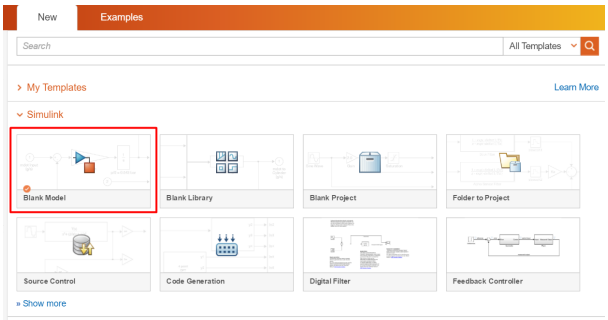

Figure 10.61: Create a Simulink model.
2. (Figure 10.61) Create a new Simulink model using the blank model template.